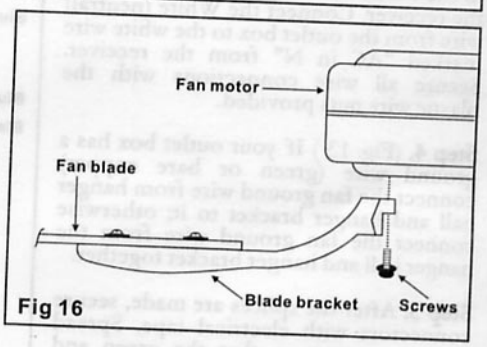

Fig 16
Step 2. Remove the rubber stops from the motor. Rotate the motor so that the screw holes are revealed through the opening on switch cup plate. Align holes in blade bracket and motor and secure with proper screws. Repeat process with the other blade bracket. Process with the other blade brackets. (Fig. 16)